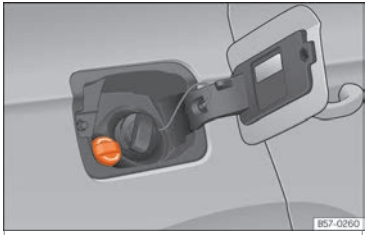

Abb. 220 Verschlussdeckel des AdBlue-Tanks
- Öffnen Sie die Tankklappe ››› Abb. 220.
- Verschlussdeckel SCR-Einfüllstutzen nach links drehen ››› Abb. 220.